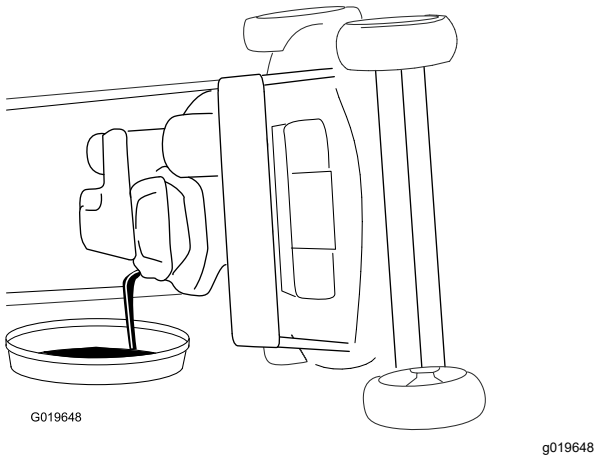

Figura 27
4. Ponga la máquina de lado (con el filtro de aire hacia arriba) para drenar el aceite usado del tubo de llenado de aceite (Figura 27).